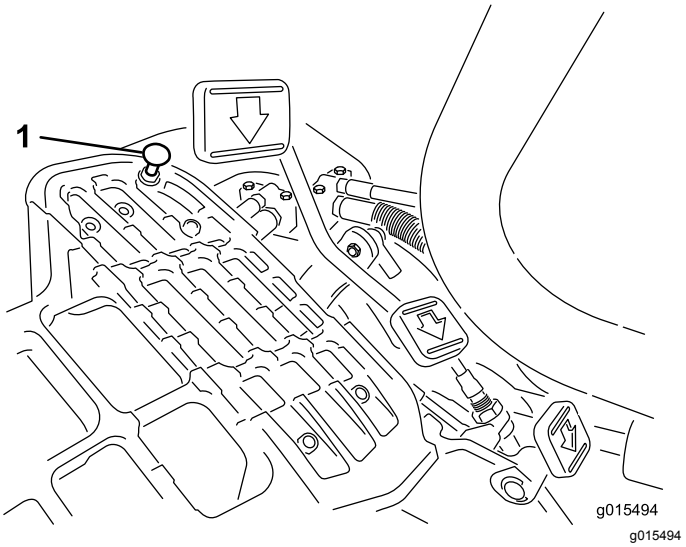

**Figur 41**
Du kommer upp i maximal transporthastighet genom att flytta funktionsreglaget till TRANSPORTLÄGET och trycka ned gaspedalen. Om pedalen får kontakt med stoppet (Figur 41) innan du känner någon spänning i kabeln genomför du följande justeringsprocedur:
1. Flytta funktionsreglaget till TRANSPORTLÄGET och lossa på låsmuttern som fäster pedalstoppet vid golvplattan (Figur 41).